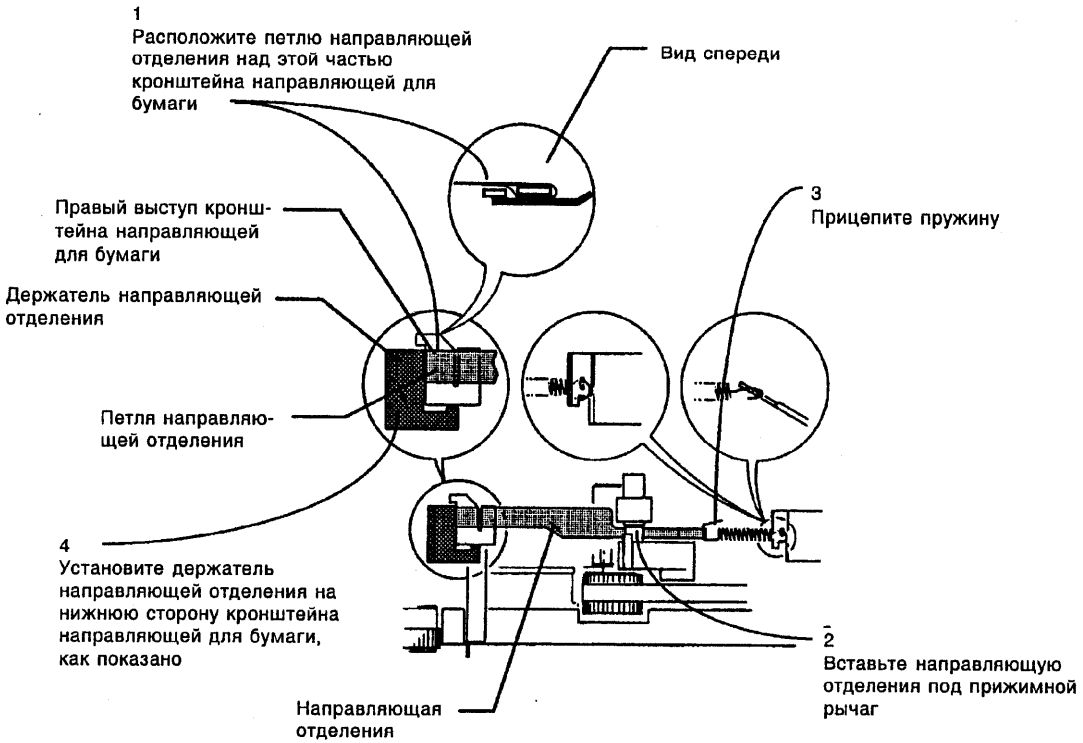

Рисунок 2. Установка направляющей отделения и держателя направляющей
1. (рис. 2) Установите направляющую отделения и держатель.